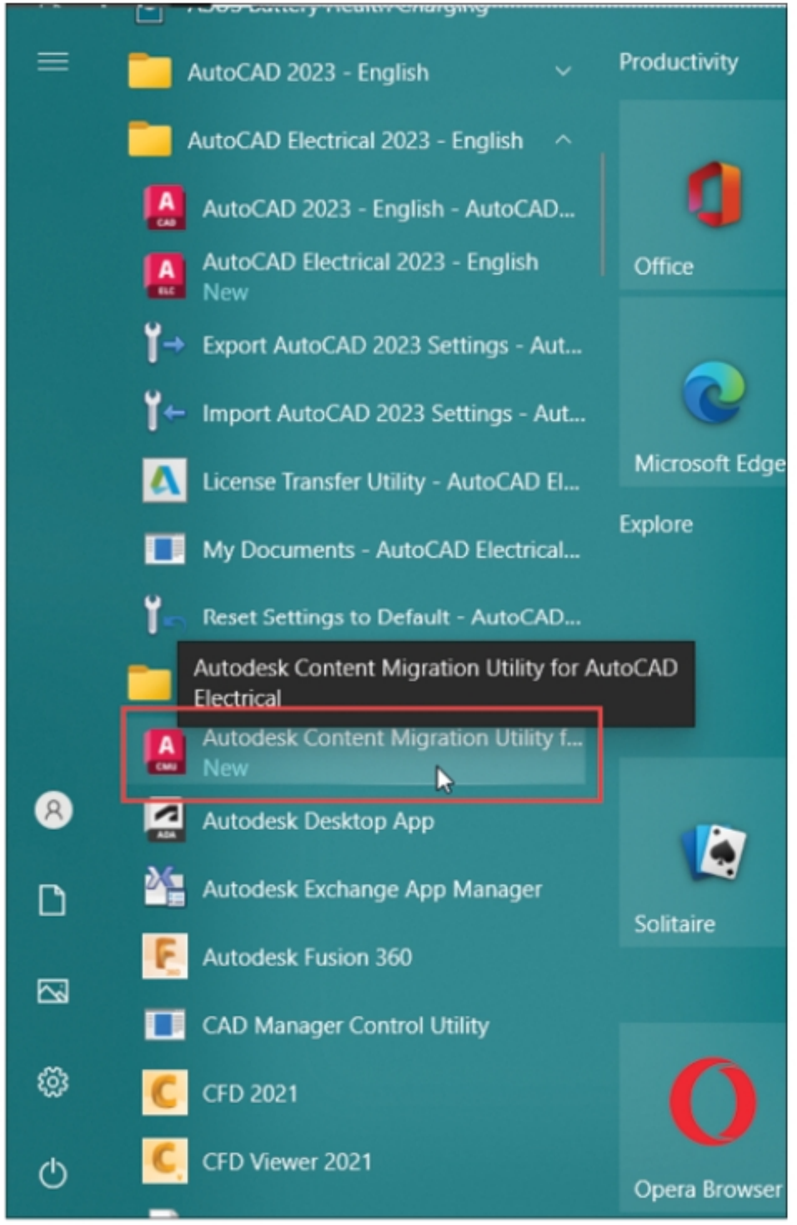
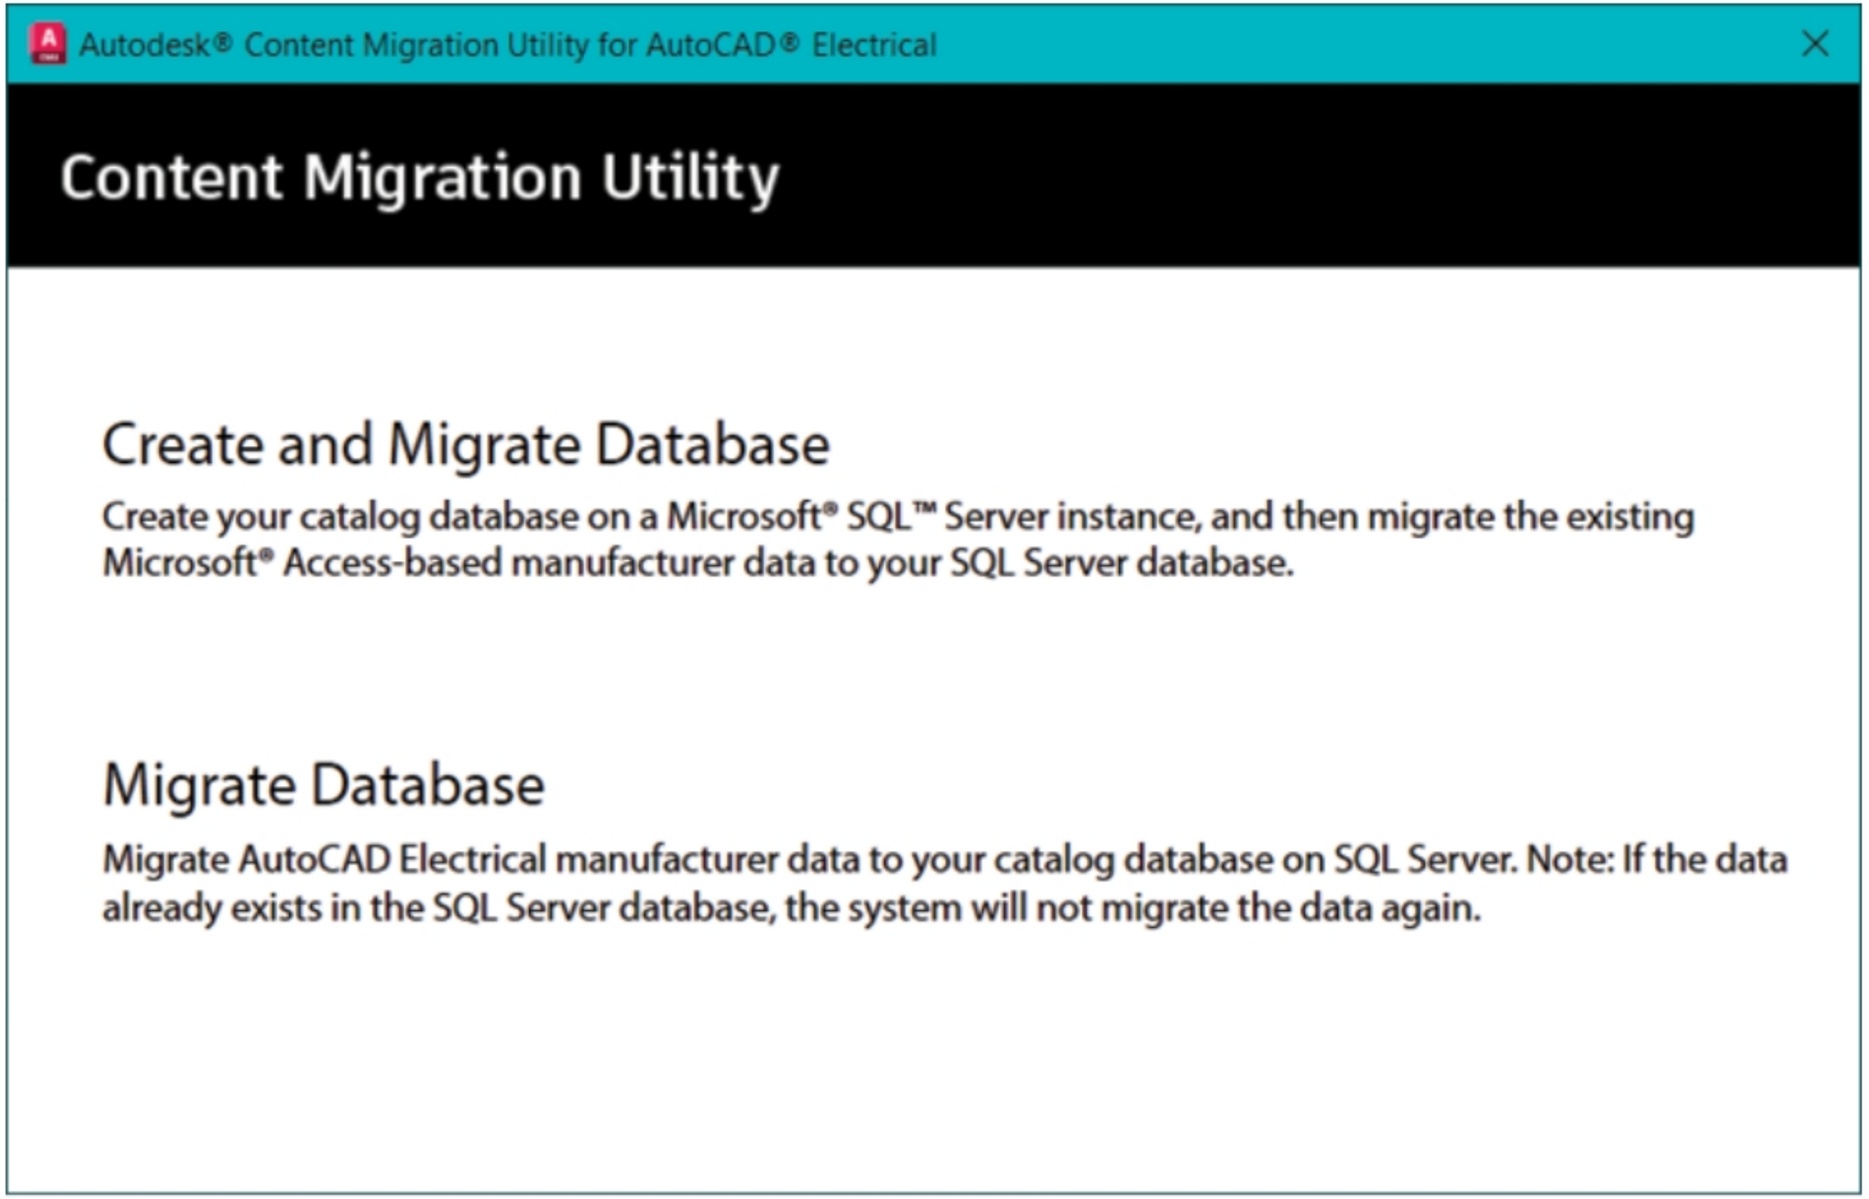

Figure-64. Autodesk Content Migration Utility
Figure-65. Autodesk Content Migration Utility for AutoCAD Electrical
- Click on the **Autodesk Content Migration Utility for AutoCAD Electrical** program from the **Start** menu; refer to Figure-64. The application interface will be displayed as shown in Figure-65.